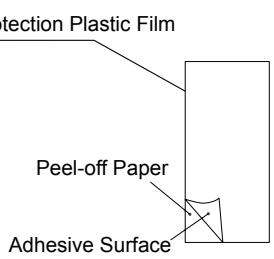

Figure 2. Protection Plastic Film
1.- Angiv mængderne på etiketten med uudsletteligt blæk: ① - Fabrikspåfyldning, ② - Ekstrapåfyldning, ③ - Samletpåfyldning & ④ t CO2.
2.- Sæt det beskyttende klæbemærke (der leveres sammen med brugervejledningen) på. Se fig. 2.
1. Wpisujemy przy użyciu niezmywalnego pisaka dane odnoszące się do ilości czynnika chłodniczego w instalacji: ① - zład podany fabrycznie, ② - zład uzupełniony, ③ - zład całkowity oraz ④ CO2 w tonach.
2. Zabezpieczamy etykietę F-gazową folią ochronną (znajdującą się w dołączonym do niniejszej instrukcji woreczku). Patrz: rys. 2.
1.- Укажите на этикетке количество хладагента, используя несмываемые чернила: ① - Заводская заправка, ② - Дополнительная заправка, ③ - Общая загрузка &.④ t CO2.
2.- Наклейте на этикетку F-Gas Label защитную пленку (прилагается вместе с Руководством пользователя). См. Рис. 2